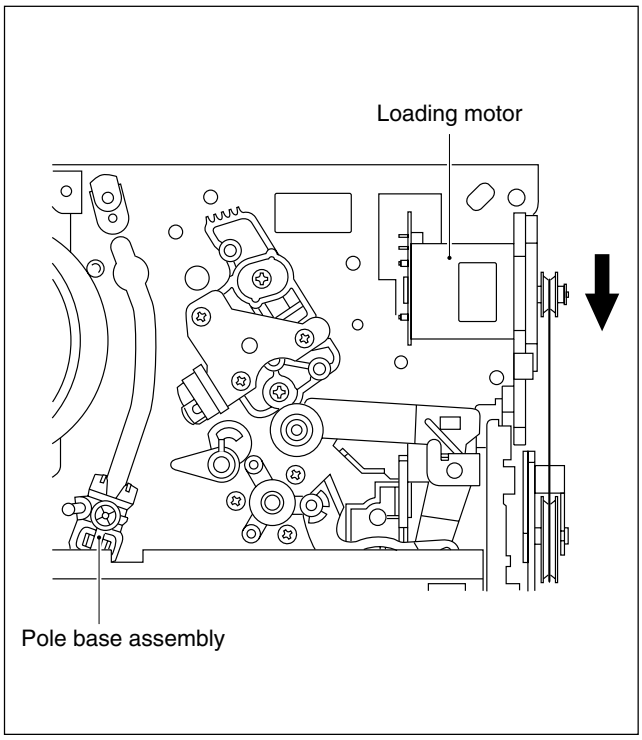
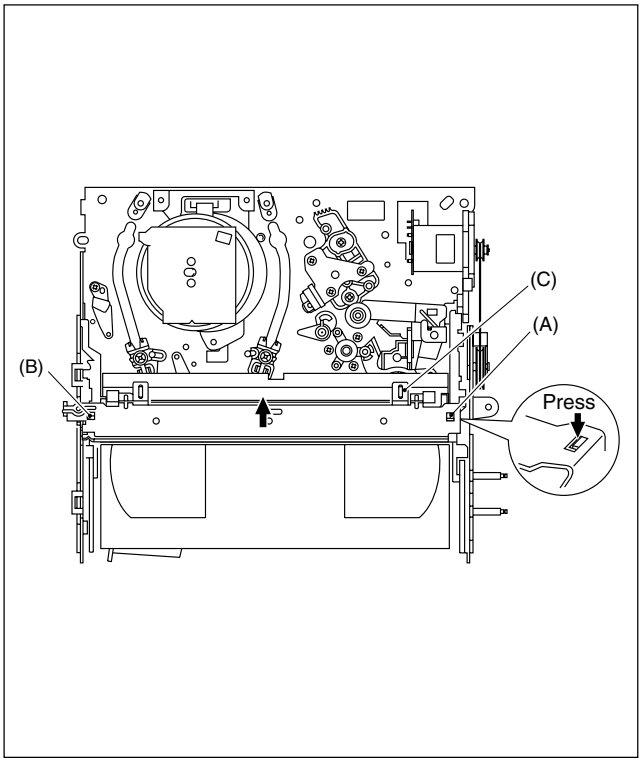

Fig. 2-1-3a
Fig. 2-1-3b
(1) Unplug the power cord plug from the power outlet.
(2) Refer to the disassembly procedure and perform the disassembly of the major parts before removing the drum assembly.
(3) Unload the pole base assembly by manually turning the loading motor of the mechanism assembly toward the front. In doing so, hold the tape by the hand to keep the slack away from any grease. (See Fig.2-1-3a.)
(4) Bring the pole base assembly to a pause when it reaches the position where it is hidden behind the cassette tape.
(5) Move the top guide toward the drum while holding down the lug (A) of the bracket retaining the top guide. Likewise hold part (B) down and remove the top guide.
Section (C) of the top guide is then brought under the cassette lid. Then remove the top guide by pressing the whole cassette tape down. (See Fig.2-1-3b.)
(6) Remove the cassette tape by holding both the slackened tape and the cassette lid.
(7) Take up the slack of the tape into the cassette. This completes removal of the cassette tape.